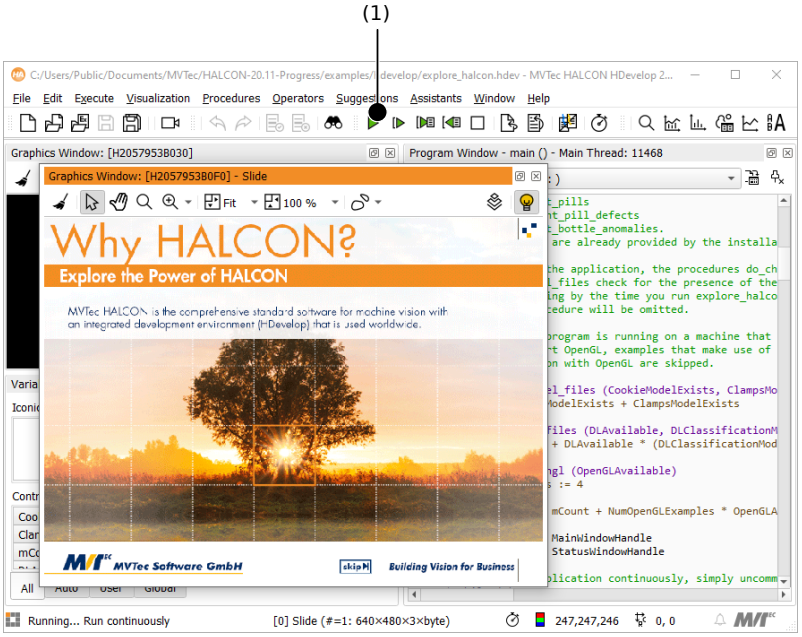

Figure 2.3: Explore the power of HALCON: Click (1) to run the program.
"Explore the Power of HALCON" starts up automatically when loaded from the start dialog. After loading it manually or loading one of the other example programs click ▷ or press F5 to start it, see figure 2.3 (1).